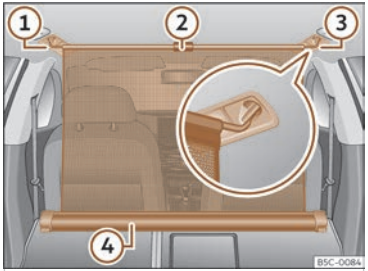

Fig. 198 Dans le coffre à bagages : filet de séparation attaché avec le dossier de la banquette arrière rabattu.
- Tirez la languette ››› **fig. 198②** vers le haut pour sortir le filet du boîtier ④.
- Attachez le filet de séparation au côté droit ou gauche ››› **fig. 198③** (image élargie).
- Attachez le filet de séparation dans le logement de l'autre côté ››› **fig. 198①** en étirant la tringle.
Le filet de séparation est monté correctement lorsque les extrémités en forme de T sont fermement attachées dans les logements correspondants ››› **fig. 198③** et ①.
- Enroulez le filet dans le boîtier ››› **fig. 198④** en le déposant manuellement.